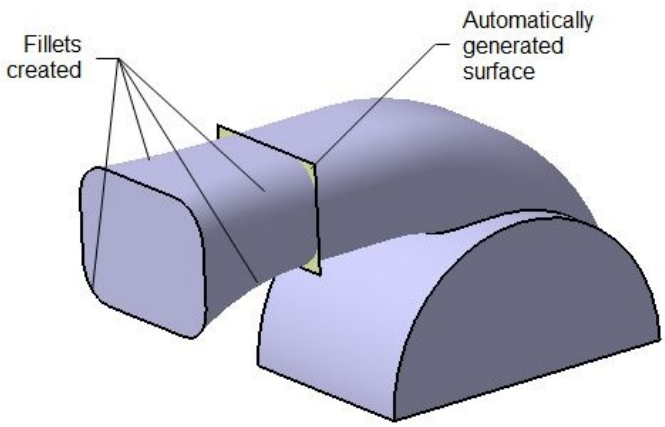

Figure 9-62 *Model after filleting the edges*
d. Fillet the edges of the model, refer to Figure 9-62.
10. Create a fillet of radius 15 units at the four tangent edges of the multi-section solid feature, refer to Figure 9-62. Note that while filleting the tangent edges, the **Warning** message box is displayed, informing that the tangent design is detected. Choose the **Close** button to exit this message box.
11. After filleting the edges, the automatically generated surface becomes visible, as shown in Figure 9-62. You can hide this surface by selecting it and then invoking the contextual menu. Finally, choose the **Hide/Show** option from the menu.